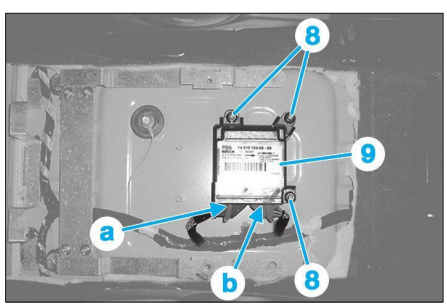
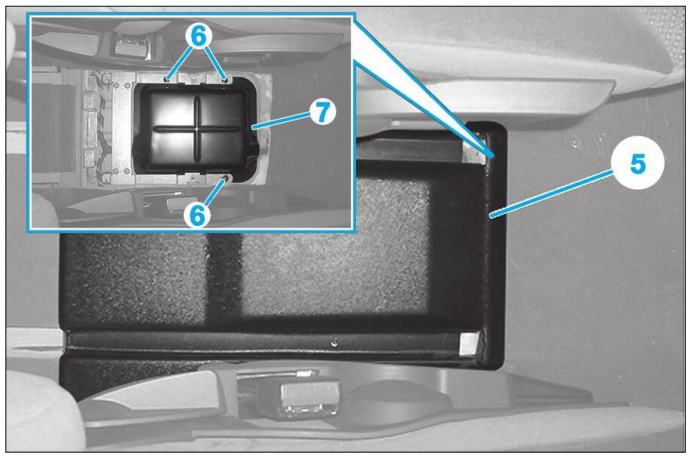

**Fig. 16**
**Fig. 15**
• Déposer le cache (5) **(Fig.15)**.
• Déposer les écrous (6) et déposer le couvercle (7).
• Débrancher les connecteurs (a) et (b) du calculateur d'airbag **(Fig.16)**.
• Déposer les écrous (8) et le calculateur d'airbag (9).